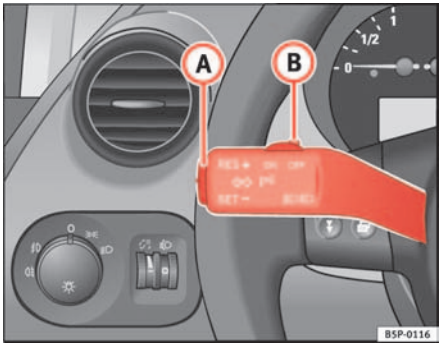

Fig. 140 Turn signal and main beam lever: switch and rocker switch for CCS
– Press the lower part of the rocker switch once briefly when you have reached the speed you wish to set **SET** ⇒ fig. 140 (A).